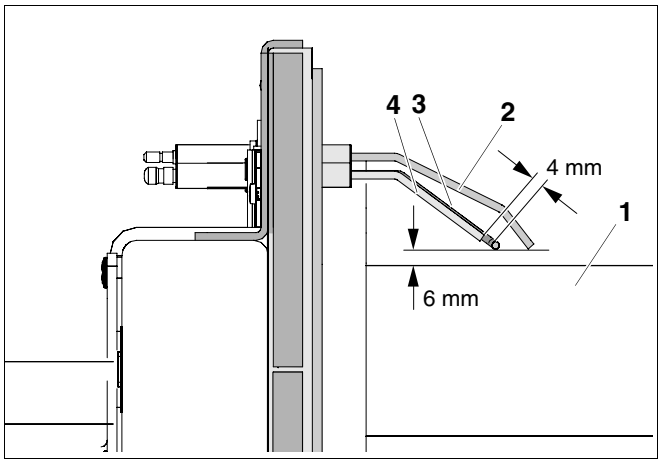

Afb. 56 Elektrodenpositie controleren (maten in mm)
- Meet de afstanden van de elektroden conform (➔ afb. 56) en corrigeer ze eventueel.
- Stel de elektrodenhouder zo af, dat de elektrodenpositie overeenstemt met (➔ afb. 56).